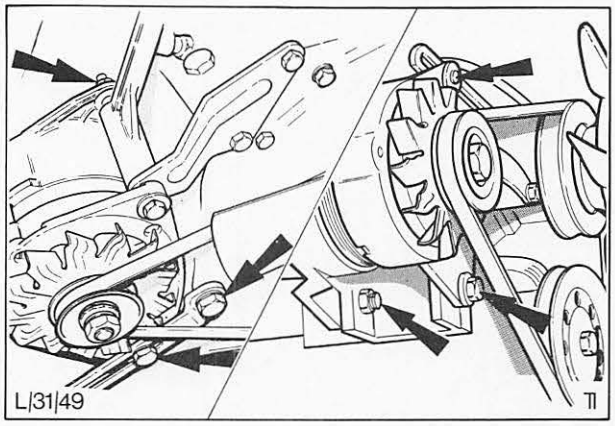

Abb. 6 Befestigung – Drehstromlichtmaschine
1. Klemmschraube der Lichtmaschinen-Verstelllasche sowie Lichtmaschinen-Befestigungsschrauben lösen. Abb. 6.